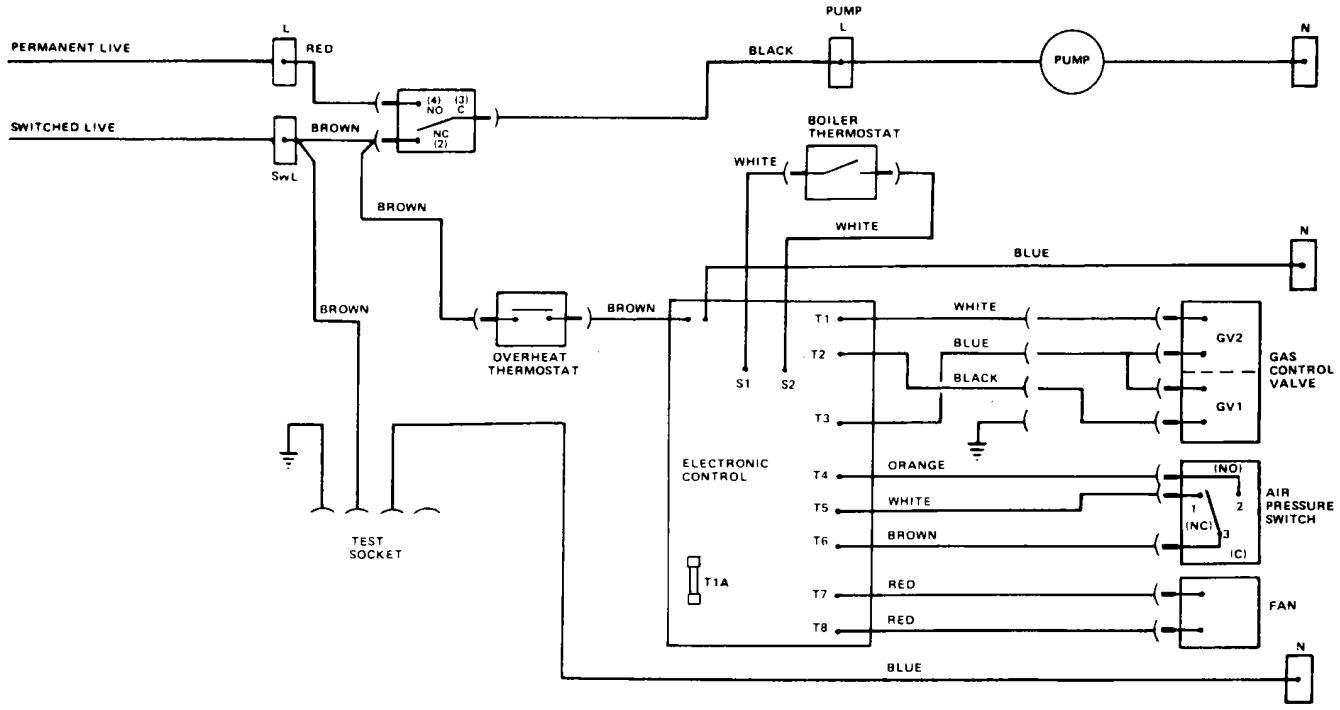

FIG 26 FUNCTIONAL FLOW DIAGRAM
Refer to Fault Finding Chart FIG. 30 and Wiring Diagram FIGS. 26, 27.
4. Disconnect the electrical supply wires from the gas control valve noting their position. Refer to FIGS. 26 & 27.